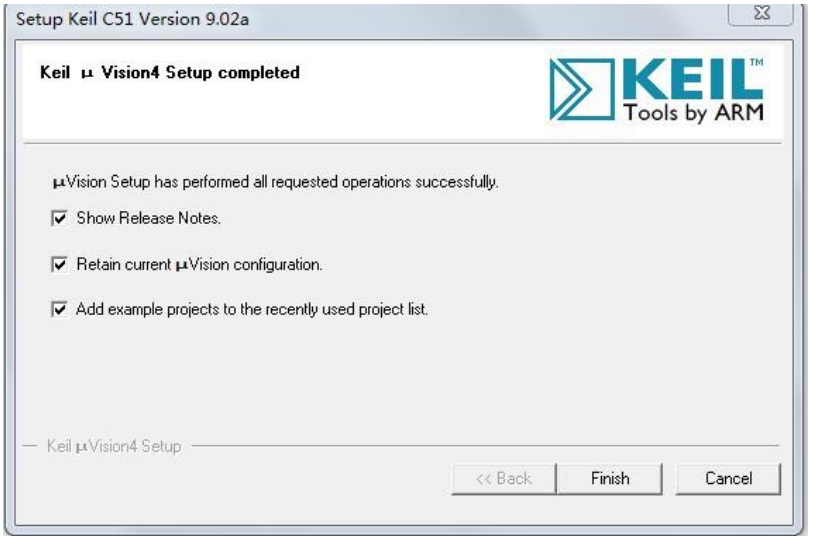

图 1-6　安装完成
6、安装完成后，弹出来安装完成对话框，如图 1-6 所示，并且出现几个选项，大家刚开始把这几个选项的对号全部去掉就可以了，先不用关注有什么作用。